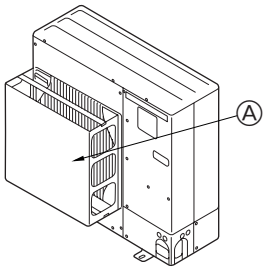

Fig. 2-4
② Montér en ekstra luftledeskærm på steder, hvor kraftig vind kan blæse direkte ind i luftudgangen (Fig. 2-4).